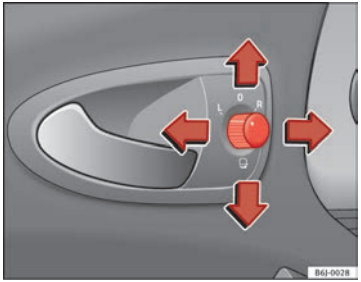

Fig. 68 Controls of exterior mirrors
1. Turn knob ⇒ fig. 68 to position **L** (**left exterior mirror**).
– Turn the control ⇒ fig. 68 to position to fold in the exterior mirrors. You should always fold in the exterior mirrors if you are driving through an automatic car wash. This will help prevent damage.